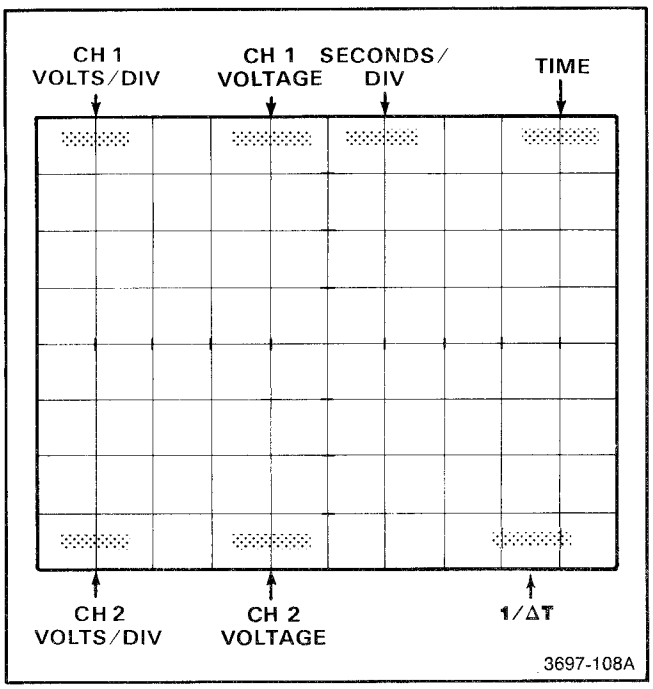

Figure 5-2. Location of readout information.
f. **CHECK**—the CH 1 ΔVoltage readout for a reading of 1.500 volts, within the limits of 1.485 to 1.515 volts. (Refer to Fig. 5-2, for location of readout display information.)